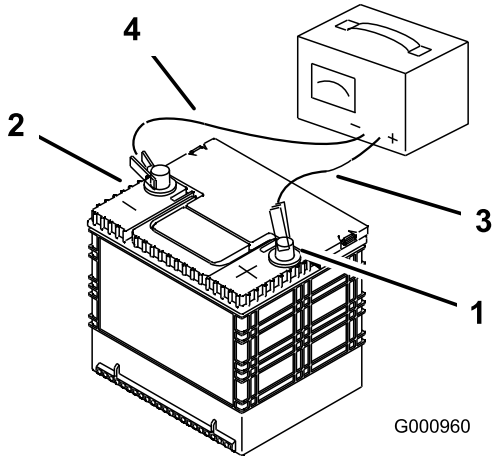

**Figur 45**
2. Når batteriet er fuldt opladet, skal du tage opladeren ud af stikkontakten og dernæst frakoble opladningskablerne fra batteriets poler (Figur 45).